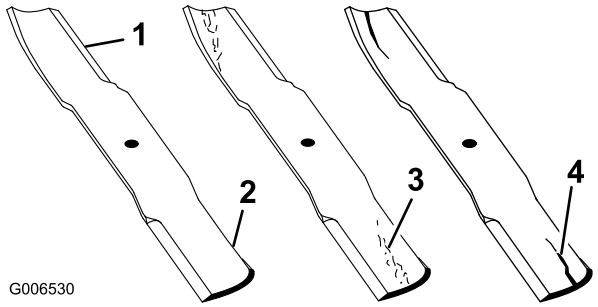

Figur 84
1. Efterse skærekanterne (Figur 84). Hvis kanterne ikke er skarpe, eller hvis de har hakker, skal skæreknivene afmonteres og slibes. Se afsnittet Slibning af skæreknivene.
2. Efterse knivene, især det buede område (Figur 84). Hvis kniven er beskadiget eller slidt, eller hvis der er antydning af en revne i dette område (Figur 84), skal du straks montere en ny kniv.